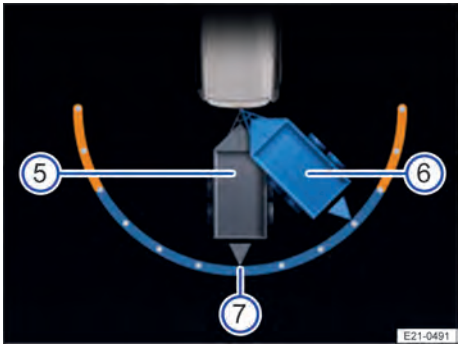

Fig. 142 En la pantalla del panel de instrumentos: ajuste de la dirección de marcha del remolque (representación esquemática).
En la pantalla del panel de instrumentos aparece a modo de orientación una representación del conjunto vehículo tractor y remolque en la posición actual → Fig. 142 ⑤.
5. En caso necesario, corrija el ángulo hacia la izquierda ② o la derecha ③ con el mando giratorio.